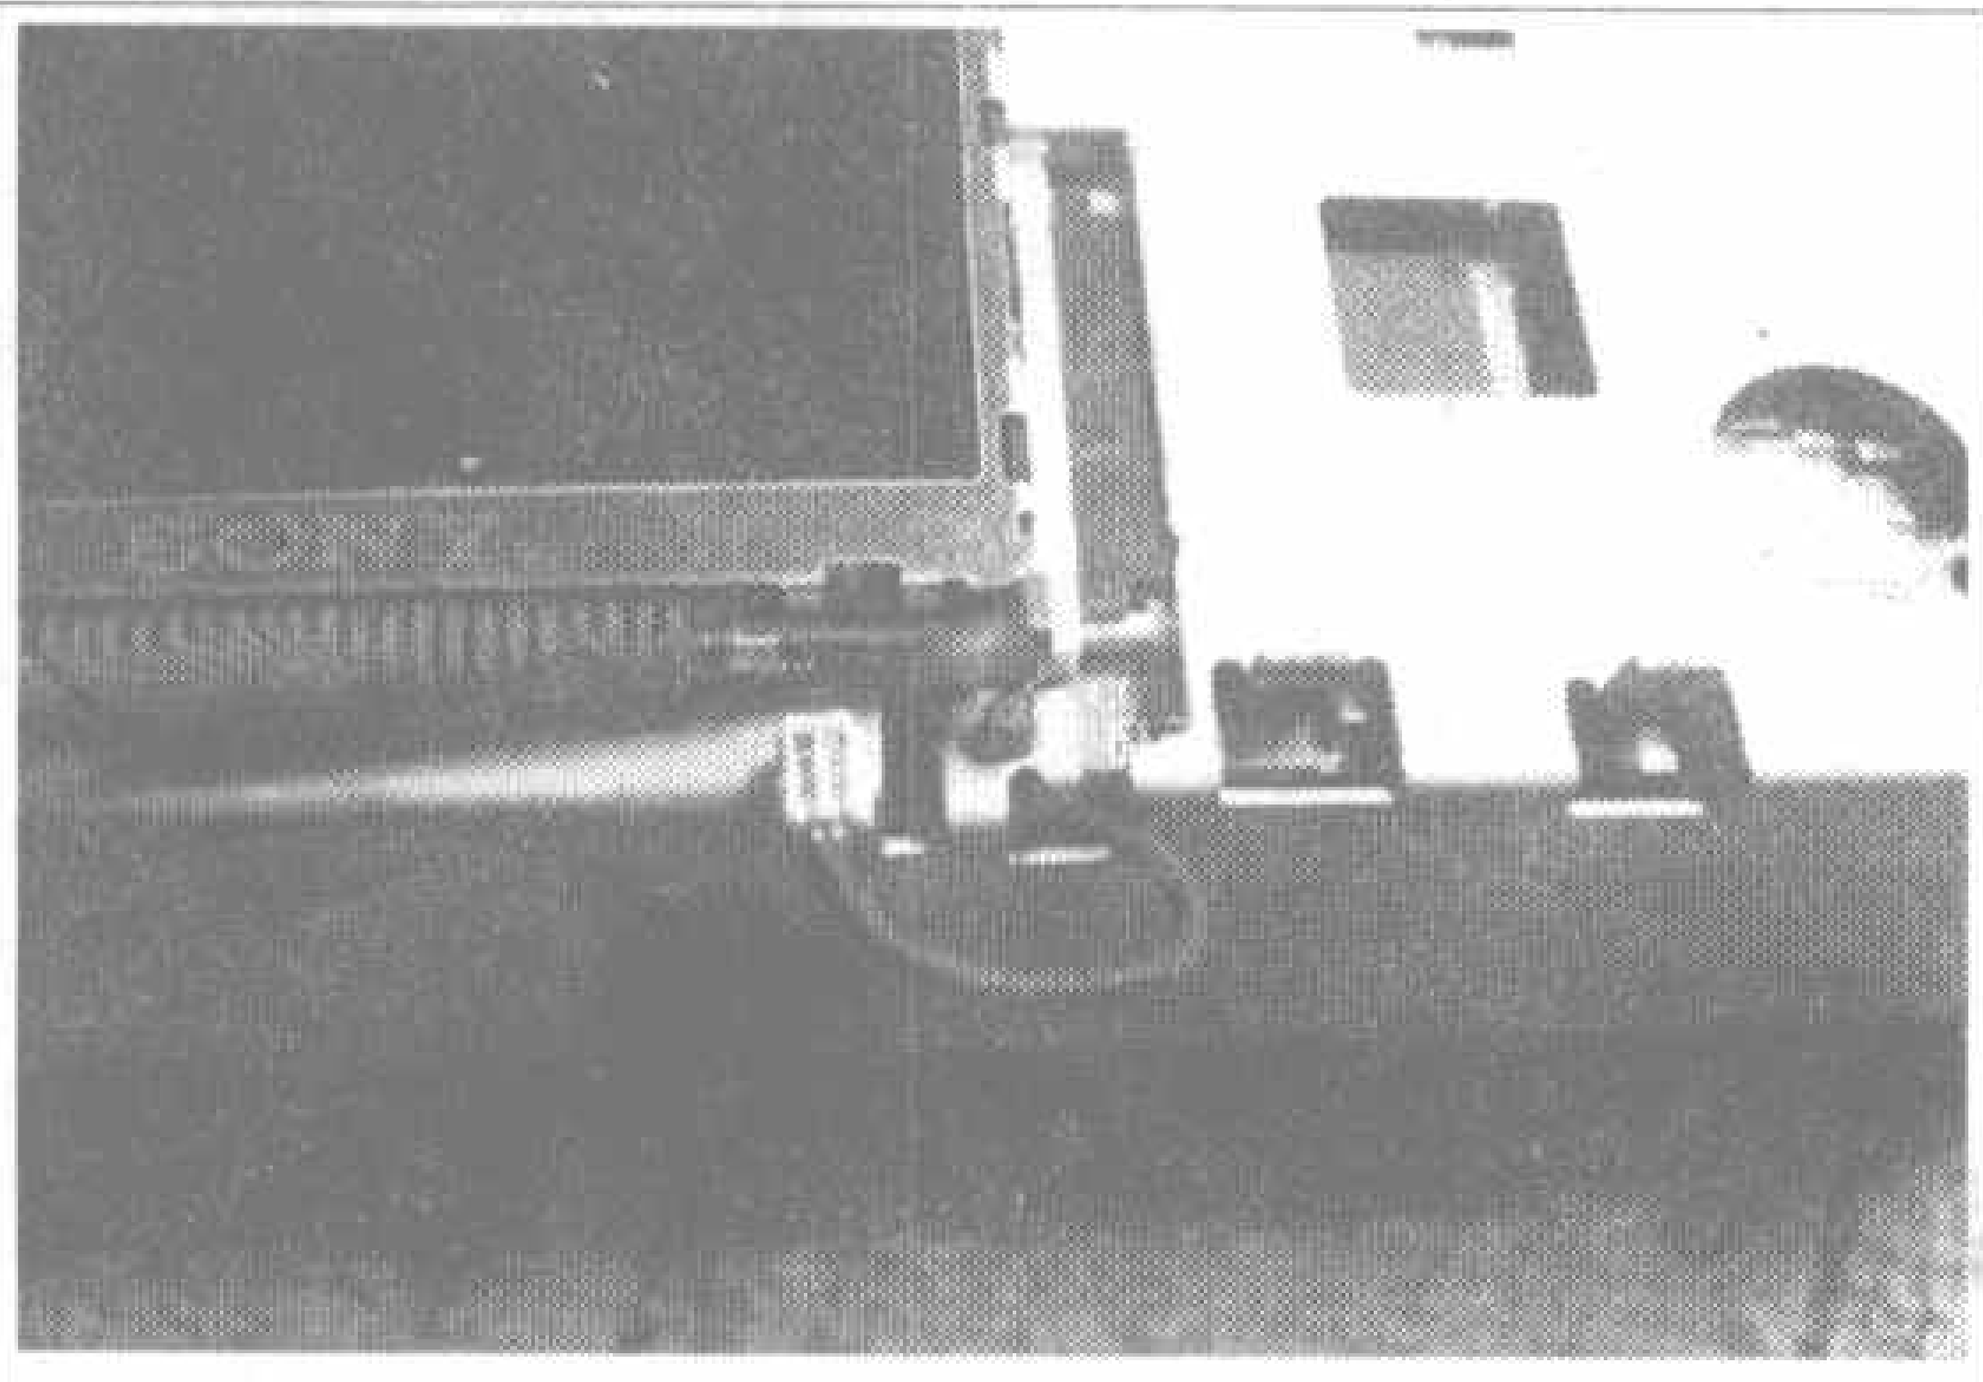

图 9
3.拆下液晶屏背光电源线，见图9，注意到右边的排线了吗？那是液晶屏的信号线，它的旁边是CCD信号线，可以从这里把卡子打开。